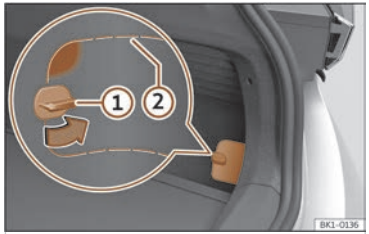

Fig. 61 On the lower right-hand side of the luggage compartment trim: cover with cutting lines.
- Turn the cover lock ① through 90° ››› Fig. 61.
- Press the surface over the lock inwards ››› Fig. 61 (marked zone).
- Insert your hand through the opening and pull the cover off. If necessary, apply a suitable object along the cutting lines ② ››› Fig. 61.